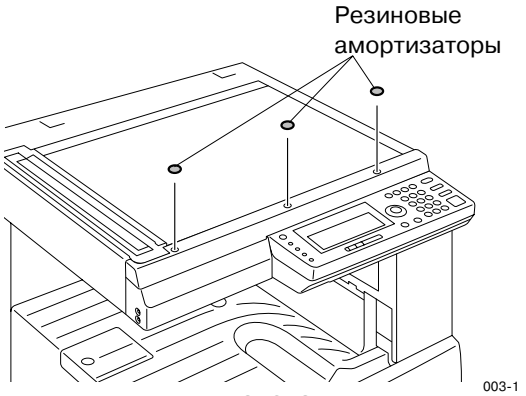

Рис. 2-6-3
3. Снимите крышку сканера. (См. Рис. 2-6-3 и 2-6-4)
(См. Рис. 2-6-3 и 2-6-4)